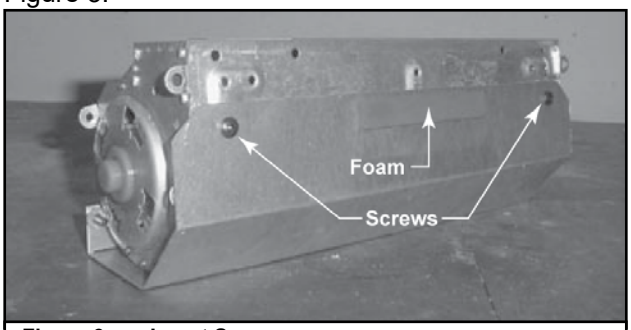
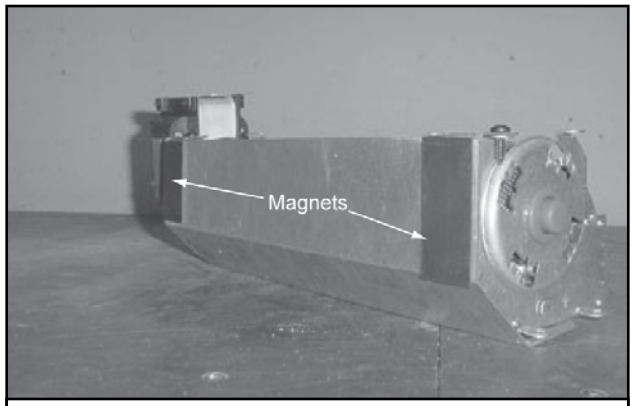

Figure 3 Insert Screws
Figure 6 Magnets
- Install the two screws through the fan bracket into the back of the fan housing to hold the bracket in place. See Figure 3.
- Attach the foam tape (Figure 3) and magnets (Figure 6) to the fan. Cut one magnet strip in half and save the remaining strip for control module.